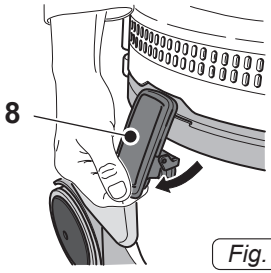
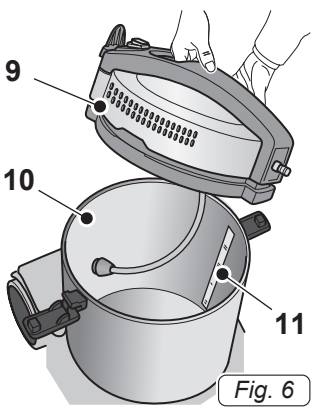

Fig. 5
Fig. 6
- Отцепите рычажки (8 рис. 5) и снимите головку (9 рис. 6).
- Заполните бачок (10 рис. 6) дезинфицирующим раствором до уровня, указанного в главе Технические характеристики.
- Установите на место головку (9 рис. 6) и зафиксируйте ее с помощью рычагов (8 рис. 5).